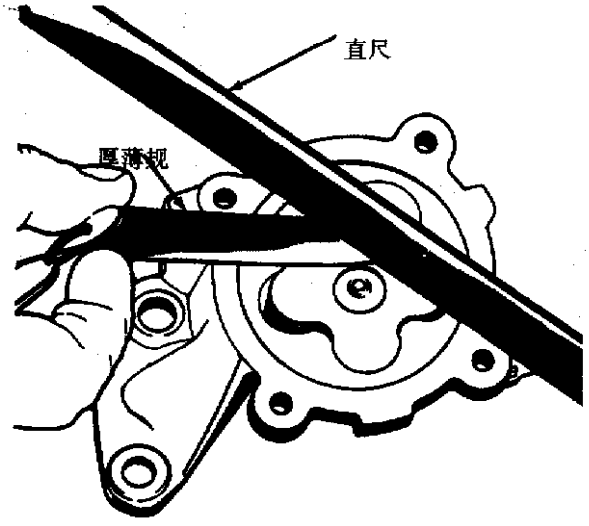

图 3－90　检查转子端部间隙
②厚度：23.96mm 最小，外径：62.7mm 最小(见图 3－91)。
③安装带大的倒角边的外转子到泵体中(见图 3－91)。